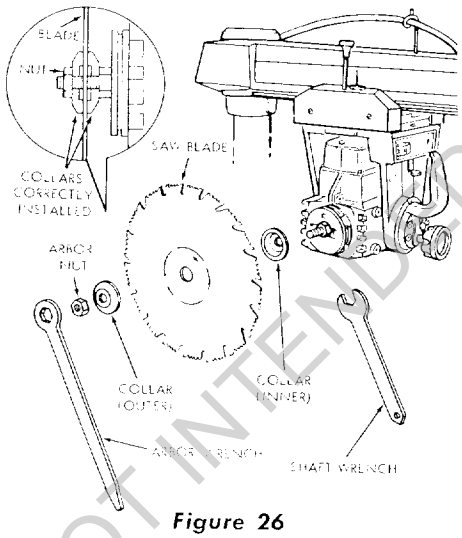

Figure 26
(1) Place the inner collar on motor shaft (figure 26) with flange next to saw blade (facing outward).